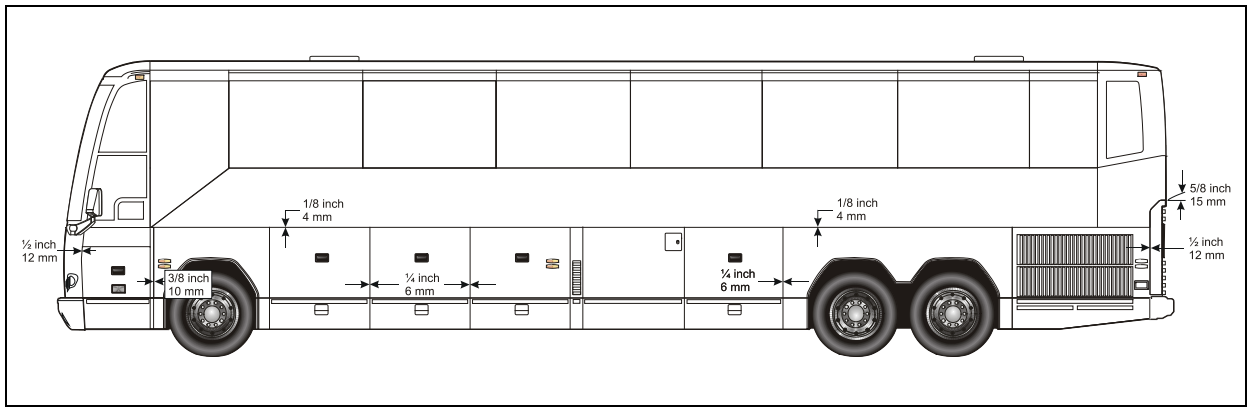

FIGURE 72: BODY PANEL SPACING 18496
4. Carry on with the insertion of the strip into the rubber extrusion groove (Figure 72).